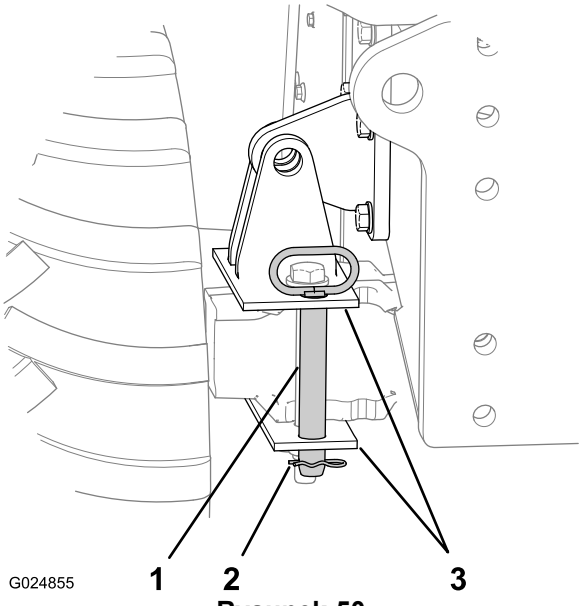

Rysunek 50
2. Wyjmij wsuwkę ze sworznia blokady przechyłu (Rysunek 50).
1. Włóż sworzeń blokady przechyłu do pionowych otworów we wsporniku blokady osi (Rysunek 50).
2. Zabezpiecz sworzeń we wsporniku blokady za pomocą wsuwki (Rysunek 50).